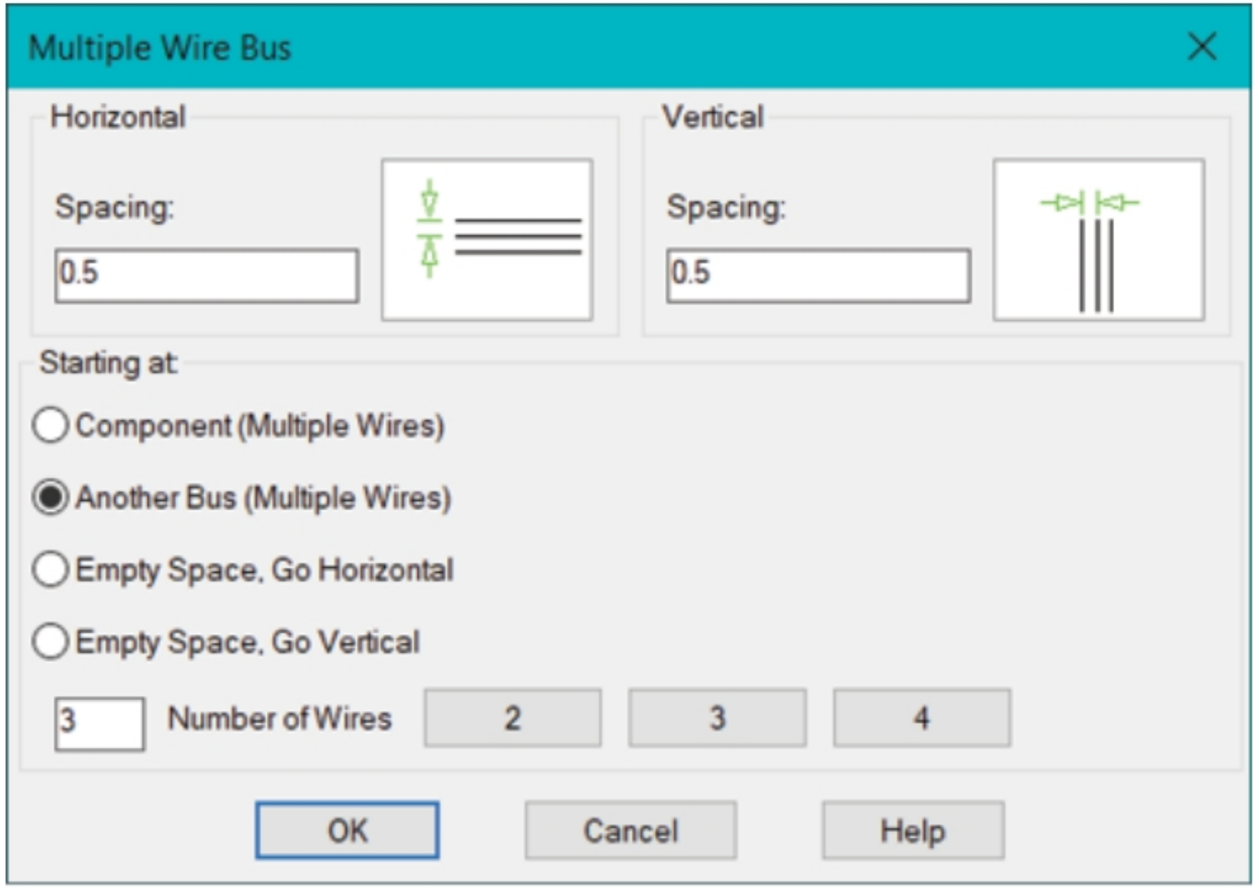

Figure-55. Multiple Wire Bus dialog box
- Click on the **Multiple Bus** tool from the **Insert Wires/Wire Numbers** panel in the **Ribbon**. The **Multiple Wire Bus** dialog box will be displayed as shown in Figure-55.